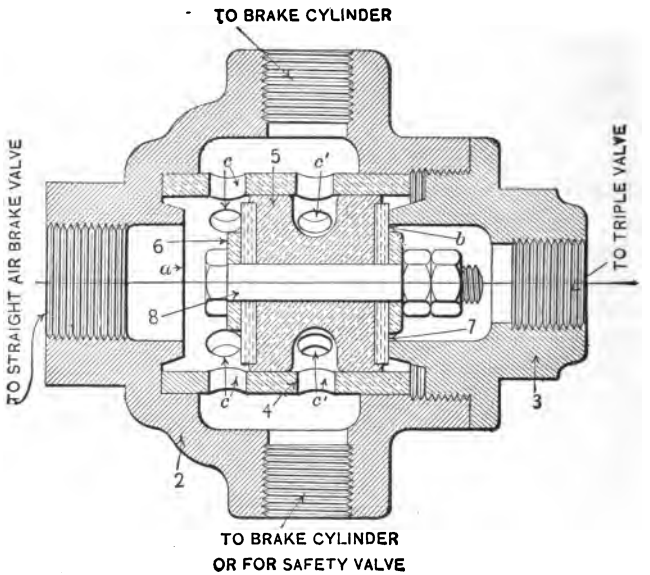

FIG. 63.—DOUBLE CHECK VALVE.
*Q. Explain the mechanism of the double check valve (Fig. 63).*